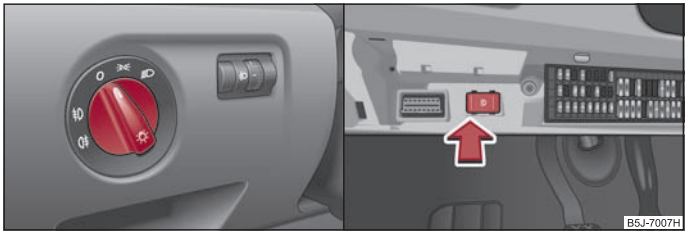

Fig. 34 Dash panel: Light switch / Switch for daylight driving lights
– Turn the light switch ⇒ fig. 34 into position ≣D.
On vehicles fitted with **right-hand steering*** the position of the switches differs to some extent from the position shown on ⇒ fig. 34. The symbols which mark the switch positions are identical, however.
- Turn the light switch into position O ⇒ page 46, fig. 34.
- Switch on the switch for daylight driving lights ⇒ page 46, fig. 34.
- Switch off the switch for the daylight driving lights ⇒ page 46, fig. 34.
- Turn the light switch to the position side lights or low beam ⇒ page 46, fig. 34.